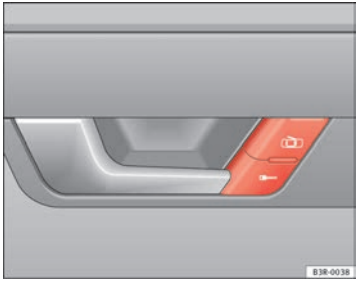

Fig. 71 Detail of driver door: Central locking switch
– Press the ⇒ fig. 71 ⇒ ⚠ button.